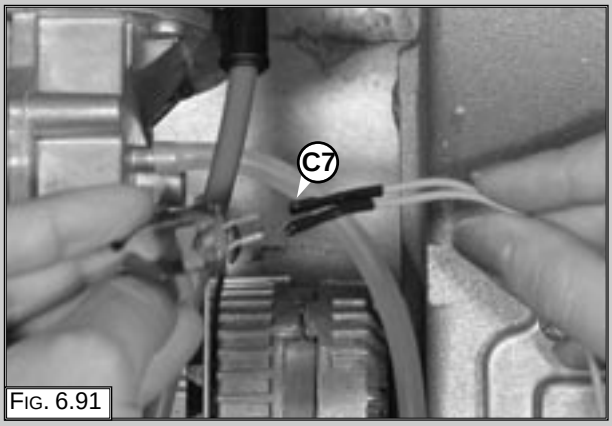

Fig. 6.91
2. Remove the electrical connection from the C.H. flow temperature probe “C7” (Fig. 6.91).